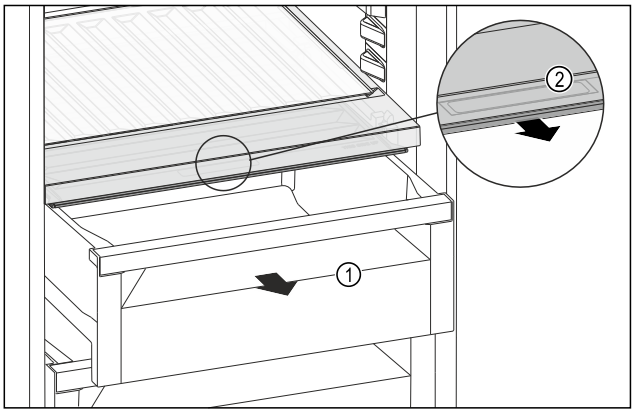

*Fig. 170*
▶ Schuifvak *Fig. 170 (1)* uittrekken.
▶ Greeplijst *Fig. 170 (2)* op het vakdeksel vastpakken en het vakdeksel gelijktijdig naar voren trekken.